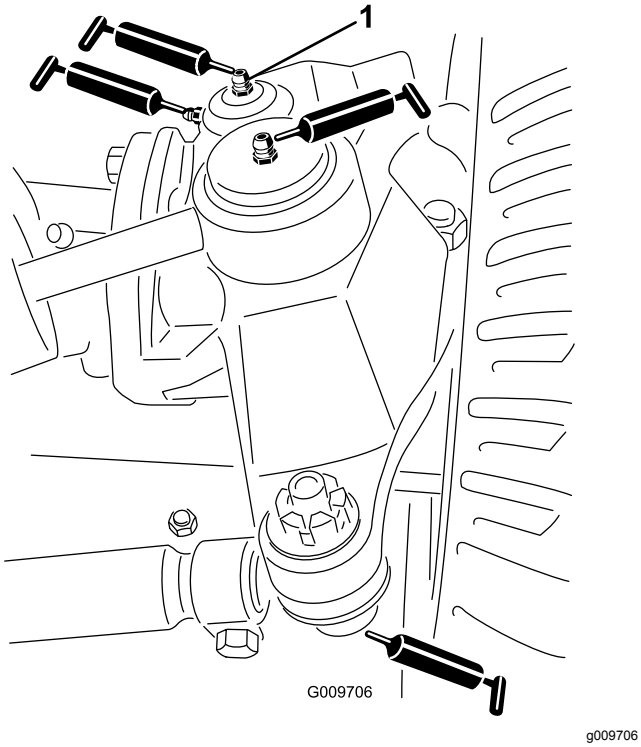

**Figur 50**
- Styrcylinderns kulleder (2) (Figur 50)
- Dragstångskulleder (2) (Figur 50)
- Axeltappsbussningar (2) (Figur 50). **Den översta nippeln på axeltappen ska bara smörjas en gång om året (2 pumpningar).**